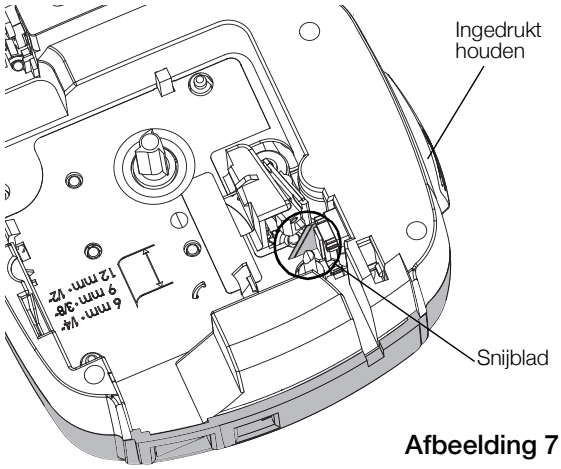

Afbeelding 7
2. Houd de snijknop ingedrukt om het snijblad bloot te leggen. Zie Afbeelding 7.